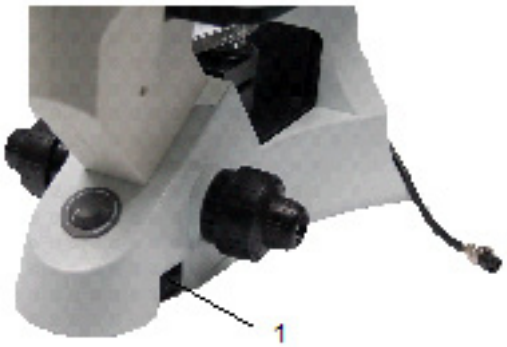

Figure 18
4-1-1 Turning on the LED (fig. 18)
Connect the power, turn on the main switch (1) (fig. 18).